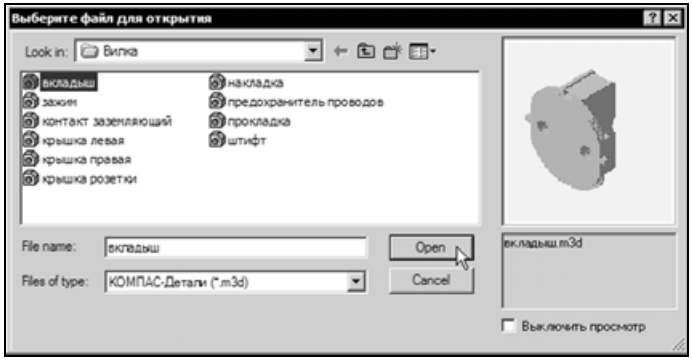

Рис. 7.5
- В диалоге выбора файлов откройте папку Вилка, укажите в списке файлов документ **Вкладыш** и нажмите кнопку **Открыть** (рис. 7.5).